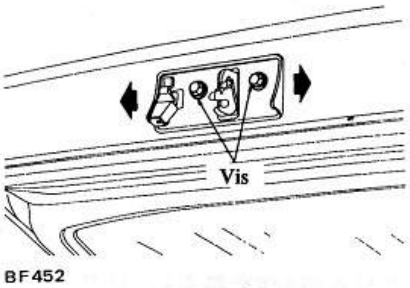

Fig. BF-24 Réglage latéral du pêne
1. On peut régler le pêne latéralement et la gâche dans le sens antéro-postérieur. Avant de régler la serrure de hayon, s'assurer que le hayon est correctement aligné. Voir Fig. BF-24 et BF-25.